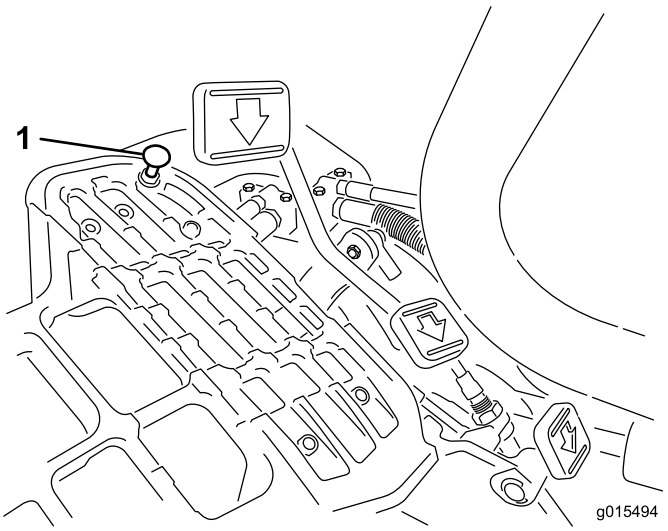

Figure 48
Pour obtenir la vitesse de transport maximale, placez le sélecteur de fonction en position de transport et appuyez sur la pédale de déplacement. Si la pédale touche la butée (Figure 48) avant que la tension soit ressentie sur le câble, un réglage est requis.
1. Placez le sélecteur de fonction à la position de transport et desserrez le contre-écrou de fixation de la butée de pédale au plancher (Figure 48).